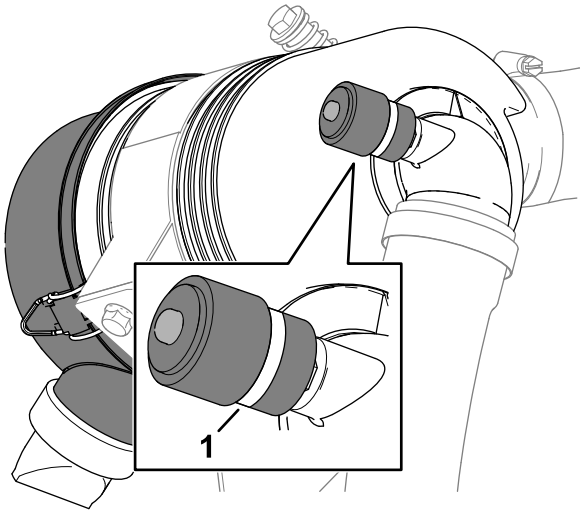

Figuur 80
3. Controleer de onderhoudsindicator aan het uiteinde van de luchtfilterbehuizing (Figuur 80).